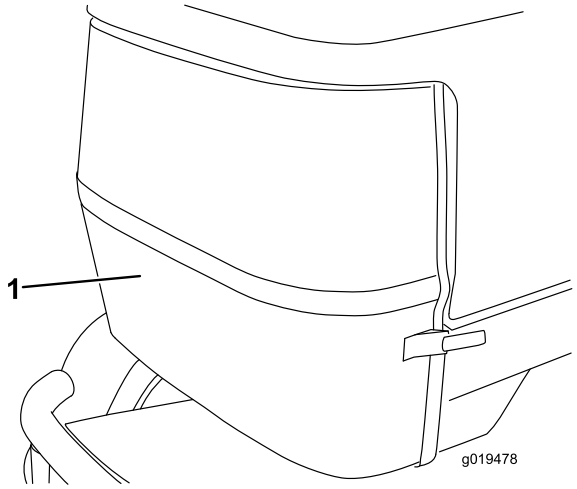

Bild 70
2. Entriegeln und nehmen Sie das hintere Gitter ab (Bild 70). Reinigen Sie das Gitter gründlich.